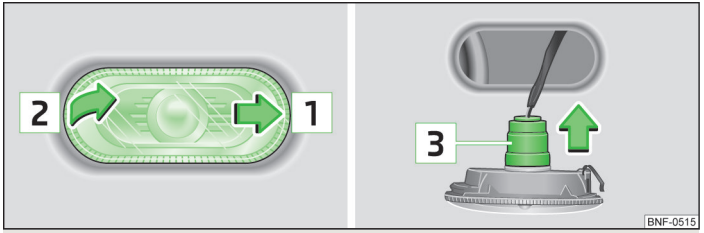

Fig. 128 **Left side of the vehicle: Replacing the bulb for the turn signal light**
- Slide the direction indicator light in the direction of 1 » Fig. 128 (on the right side of the vehicle mirror).